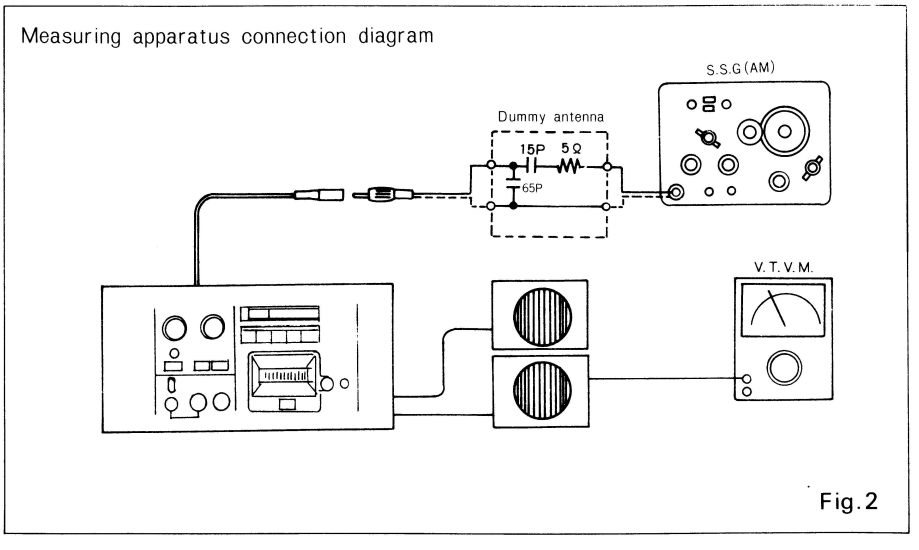

Fig.2
2. Adjusting bandwidth, tracking (See Fig.2)